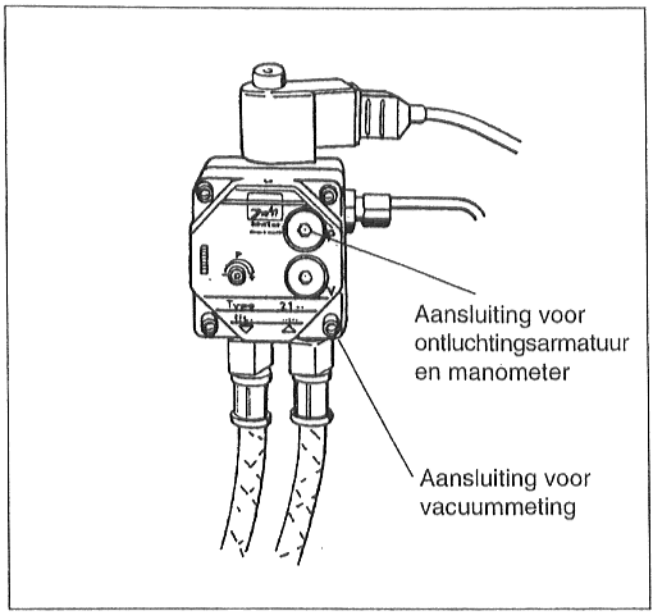

Afb. 4: Danfoss-pomp
- Ontluchtingsarmatuur met ingeschroefde manometer in de manometeraansluiting van de pomp schroeven en ontluchten (afb. 4/5).